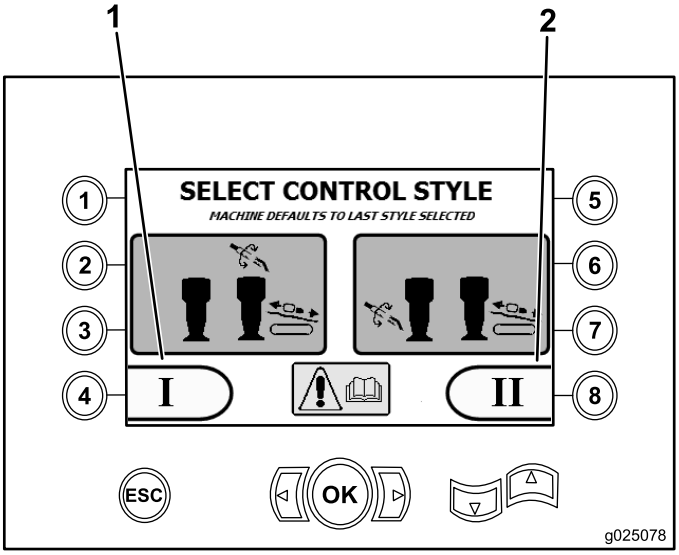

Figure 13
- Mode I—This function places the drilling functions on the right joystick, while the left joystick operates the pipe loader and the wrench functions (Figure 13).
Press button number 4 to select this function (Figure 13).
- Mode II—This function splits the drilling, wrench, and pipe loading between the left and right joysticks (Figure 13)
Press button number 8 to select this function (Figure 13).